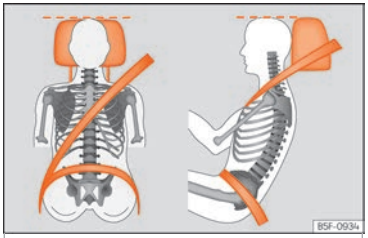

Fig. 4 Faixa do cinto de segurança e encosto de cabeça corretamente regulados.
- Ajuste o encosto de cabeça de modo a que o rebordo superior do encosto fique, na medida do possível, à altura da parte superior da cabeça, e nunca abaixo dos olhos. Mantenha a nuca o mais próximo possível do encosto de cabeça ››› **Fig. 4**.